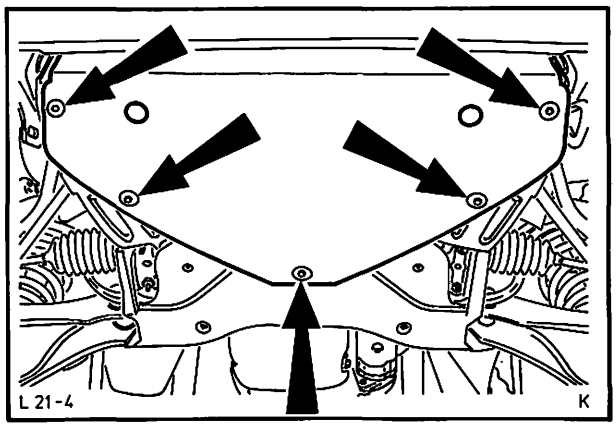
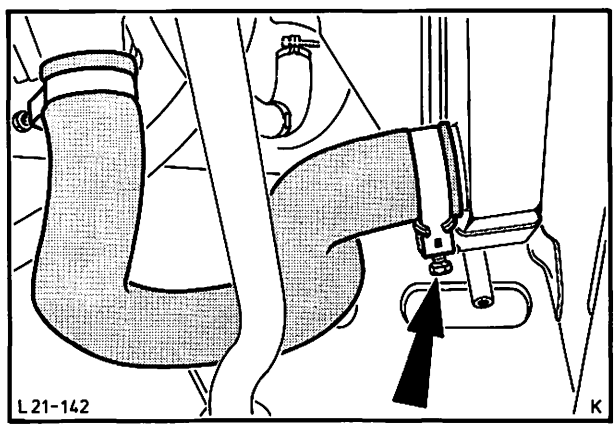

Abb. 9 Spritzpappe – Motorraum entfernen
Abb. 10 Kühlerschlauch vom Kühler trennen, „C“-Motor
2. Spritzpappe – Motorraum abmontieren (5 Schrauben), Abb. 9. Kühlflüssigkeit in Auffangwanne ablassen, dazu Kühlerschläuche von Wasserpumpenstutzen und Wasserauslaßstutzen entfernen, Abb. 10. Kühler abbauen und herausheben (4 Schrauben), beim „D“-Motor Kühler mit Luftleitblech komplett ausbauen (7 Schrauben).